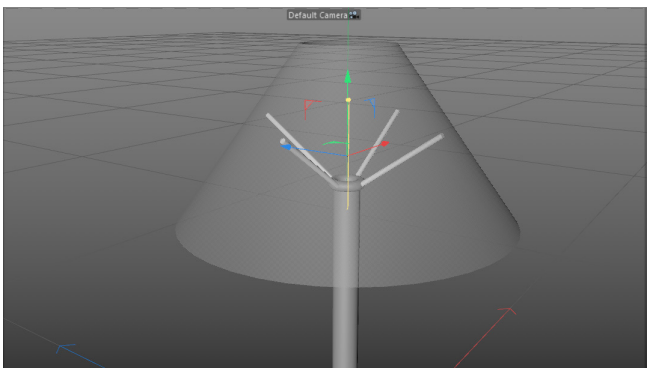

Figure 3-8(a) *cloner placed on bodyconnect1*
18. In the Attribute Manager, choose the **Transform** button and enter **225** in the **P . Y** spinner in the **Transform** area. Next, enter **-55** in the **R . P** spinner. *Cloner* is placed on *bodyconnect1*, as shown in Figure 3-8(a).